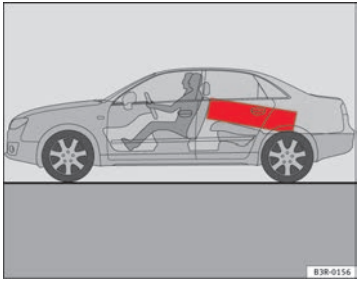

Fig. 115 Position heavy items as far forward as possible.
– Position heavy items as far forward as possible ⇒ fig. 115.